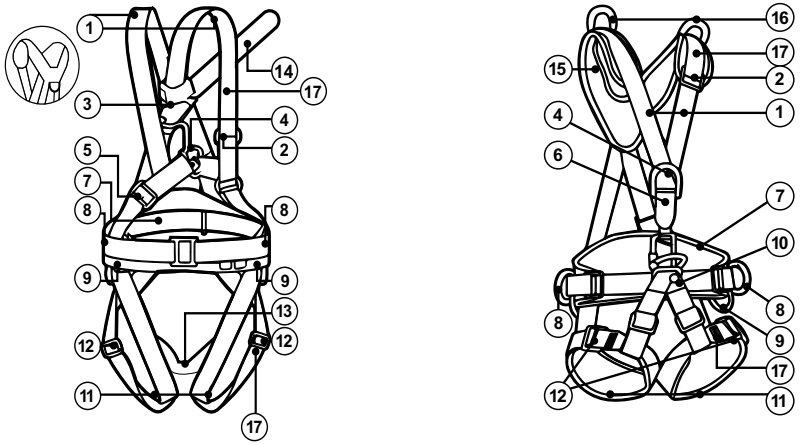

рис. 1
**Страховочная привязь** – компонент страховочной системы, состоящий из лент, пряжек и других элементов, (см. рис. 1) для охвата тела с целью предотвращения или остановки падения.
Каждое СИЗ от падения с высоты имеет ограничения по использованию. Не допускается использовать СИЗ от падения с высоты вне пределов применимых к нему ограничений, либо использовать не в соответствии с его прямым назначением. Подбирайте СИЗ от падения с высота в зависимости от условий и типа проводимых работ (см. рис. 1–2). Точки присоединения соединительно-амортизирующей системы, а также системы позиционирования (см. рис. 1–2). Во время эксплуатации все компоненты системы обеспечения безопасности следует оберегать от попадания масел, кислот, растворителей и прочих химически активных веществ. Оберегать от воздействия острых предметов и поверхностей с острыми краями, абразивными веществами, и любого другого воздействия, снижающего прочностные характеристики материалов, из которых изготовлено СИЗ.